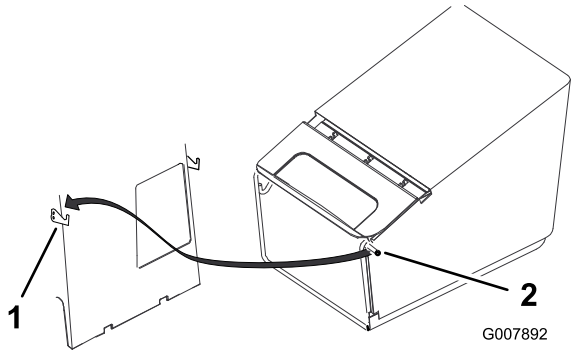

Figuur 20
4. Hang de pennen van het graszakframe aan de haken, zoals wordt getoond in Figuur 20.